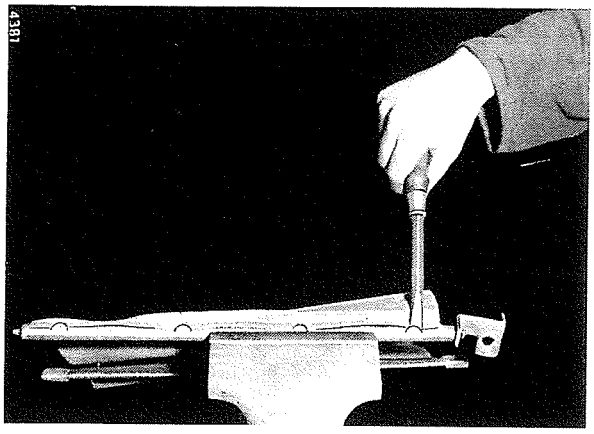

Bild 209
Splinte (11) zu beiden Seiten aus der Federstange ziehen und Feder (10) entspannen. Haltewinkel abnehmen. Vorhang von der Walze abwickeln und abklemmen, Bild 209.